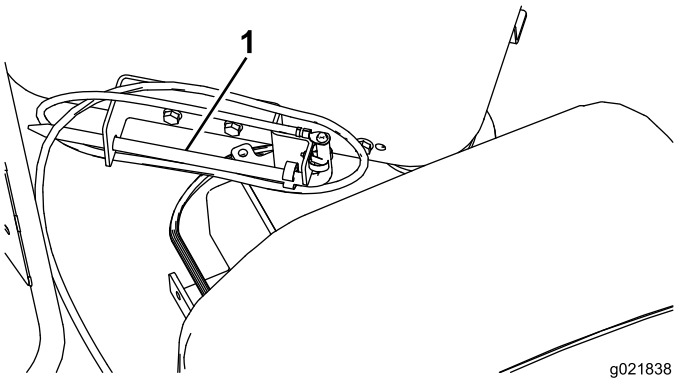

Figure 78
1. Retirez le piquet de mise à la terre de son support sur le côté de la plate-forme de l'opérateur (Figure 78).
2. Descendez le chariot au bout du cadre de forage et pulvérisez du composé d'étanchéité sur le filetage de l'arbre. Ramenez ensuite le chariot à l'extrémité supérieure du cadre (Figure 78).